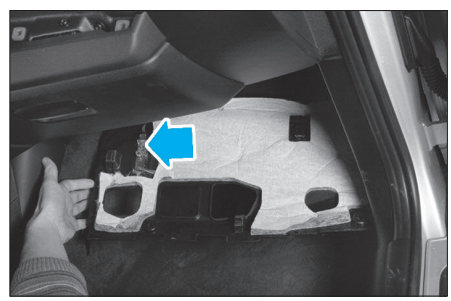

Fig. 39
• Abaisser la garniture inférieure de boîte à gants pour débrancher tous les connecteurs visibles puis la déposer **(Fig.39)**.